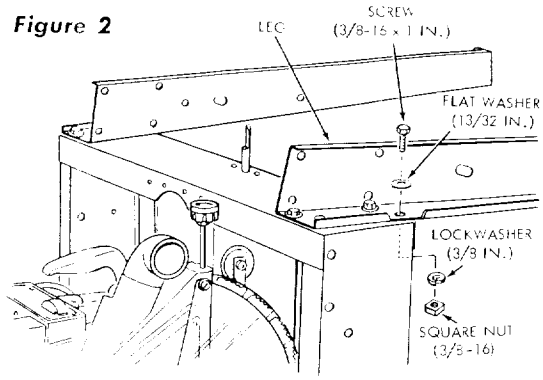

Figure 2
b. Install two legs on front of base (figure 2) with four 3/8-16 x 1-inch, hex-head screws, four 13/32-inch flat washers, four 3/8-inch lockwashers and four 3/8-16 square nuts in each leg. The legs must be oriented as shown in figure 2.